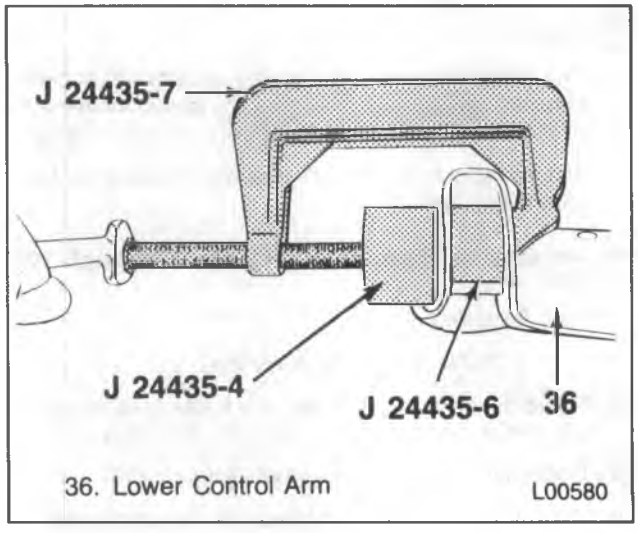

Figure 26—Removing or Installing the Lower Control Arm Bushings, (R1 Models)
3. Shock absorber (20) from the lower control arm (28).
4. Nuts (38), washers (39 and 41), clamp (42) and bolts (43).
5. Stabilizer bar (59) from the lower control arm (28).
6. Loosen the pivot shaft end nuts (24); do not remove.
7. Nuts (49), washers (48) and U-bolts (44).
- SLOWLY lower the floor jack until all compression is released from the spring (32).
10. Bushings (46) and the pivot shaft (50) from the lower control arm (36).
- Use J 24435-2, J 24435-3, J 24435-6 and J 24435-7 (figure 26).
- The pivot shaft (50) will slide out of the lower control arm after one bushing is removed.
- Leave the pivot shaft (50) inside the lower control arm (36) to remove the remaining bushing.
1. New bushings (46) and the pivot shaft (50).
- Use J 24435-4, J 24435-6 and J 24435-7 (figure 26).